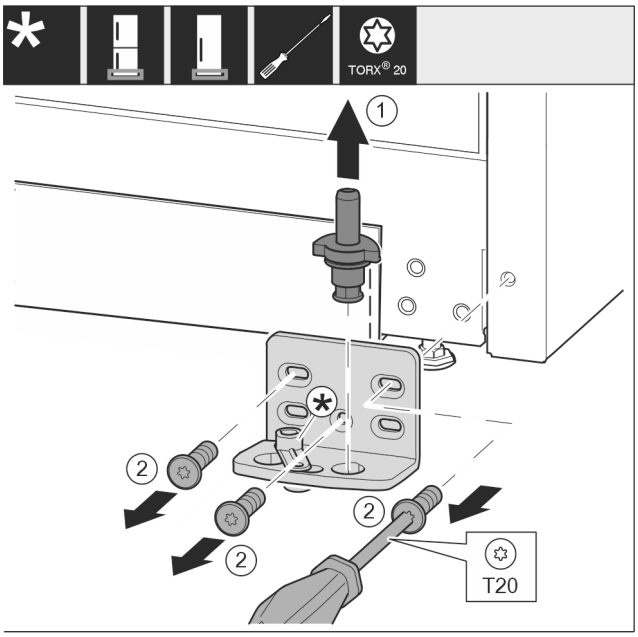

Fig. 13
- ▶ Lagerbolzen komplett nach oben herausziehen. *Fig. 13 (1)*
- ▶ Schrauben mit Schraubendreher T20 herausdrehen und Lagerbock abnehmen. *Fig. 13 (2)*